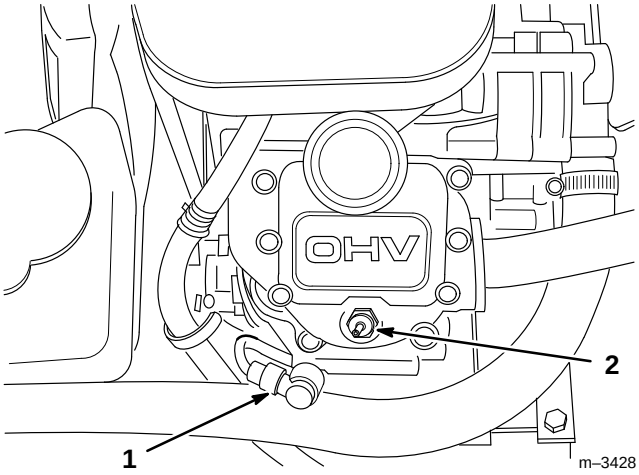

Figure 33
3. Débrancher le(s) fil(s) de la/des bougies (Fig. 33). Nettoyer tout autour des bougies pour ne pas introduire dans le moteur de la saleté qui risque de l'endommager.
3. Reconnecter les fils des bougies (Fig. 33).